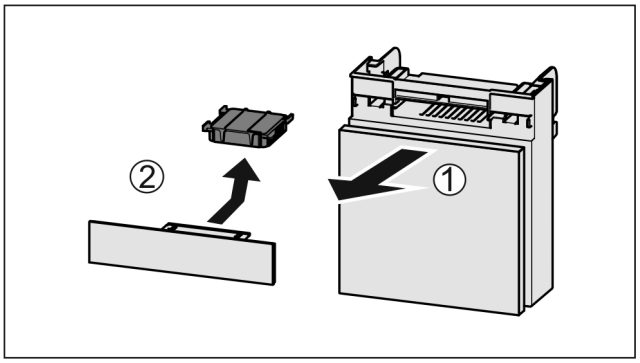

Fig. 245
▶ Pull out the compartment *Fig. 245 (1)*.
▶ Remove the carbon filter *Fig. 245 (2)*.